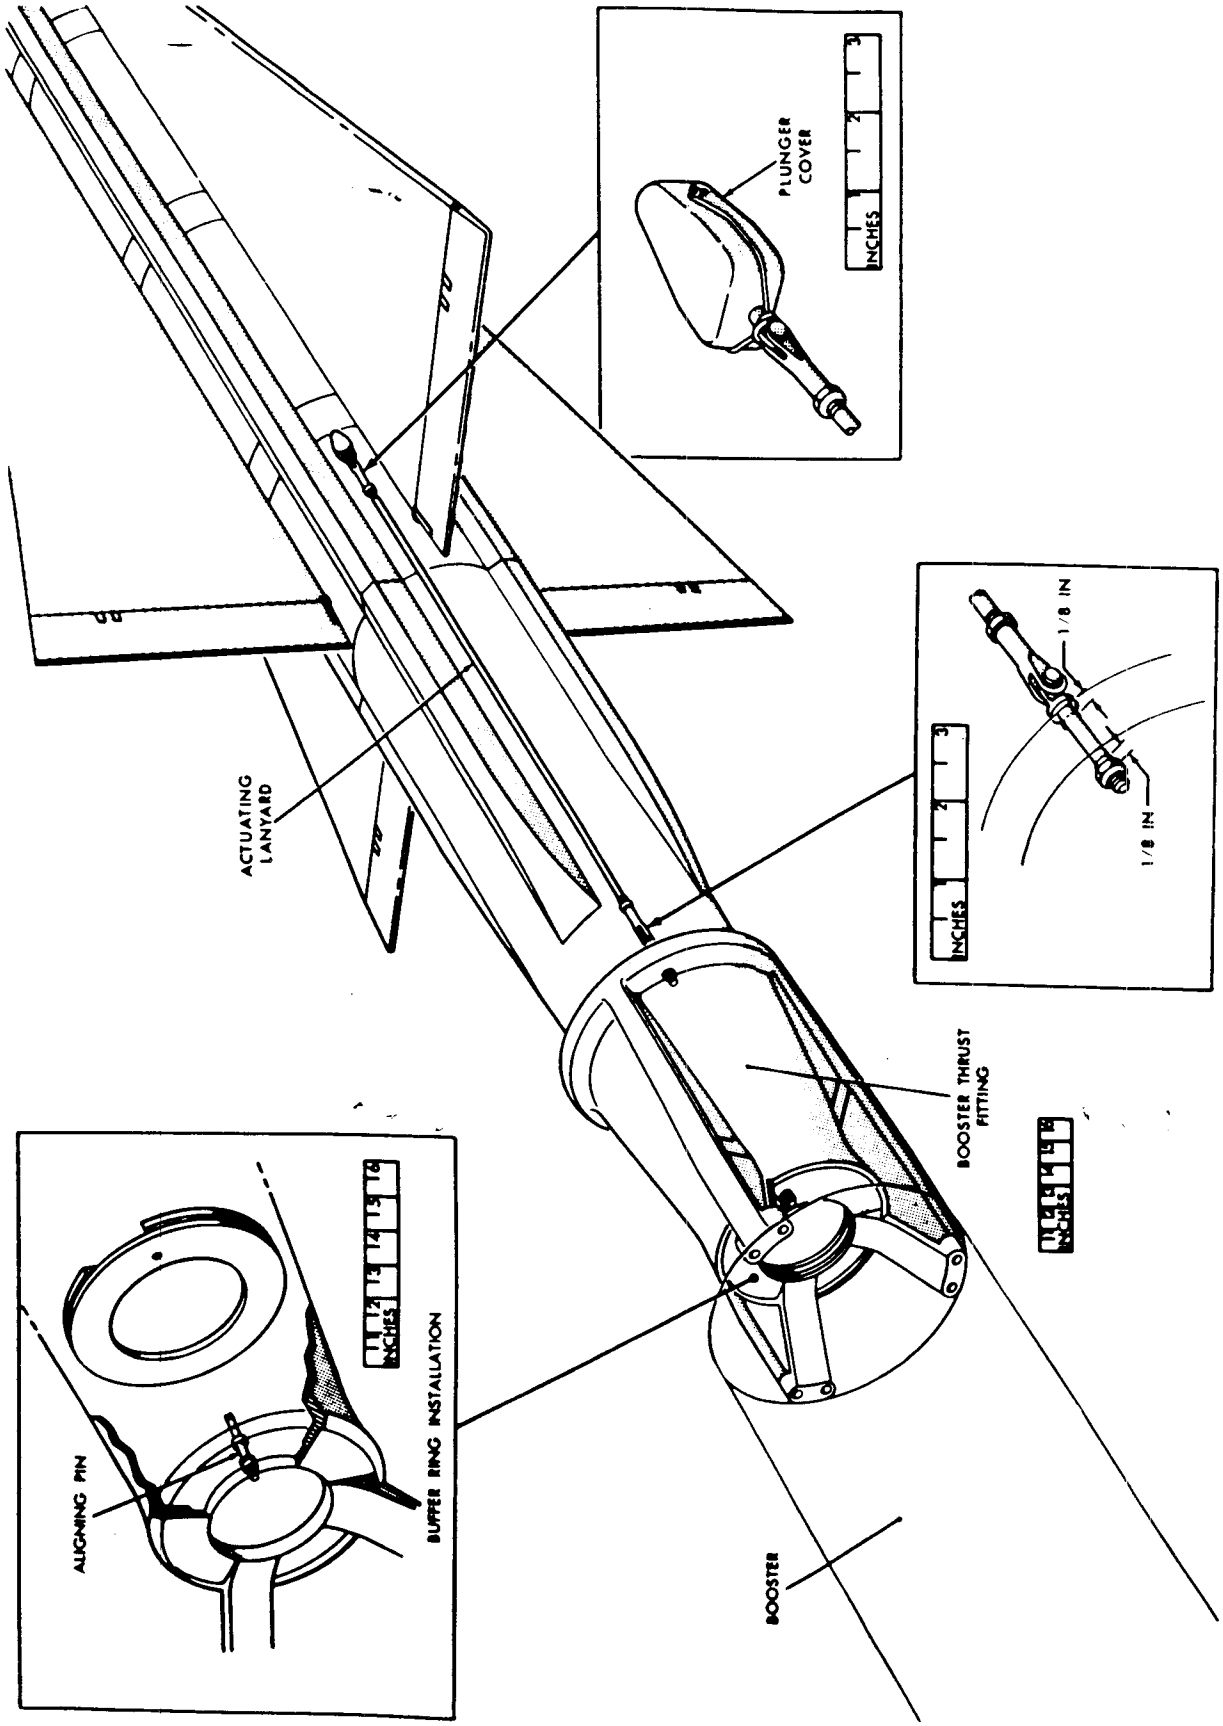

*Figure 153. Propellant system actuating lanyard.*
**5** and **7** fasten the thrust fitting to the forward end of the booster case. Be sure the hole on the outer edge of the forward end of the thrust fitting is positioned to receive the propellant system actuating lanyard (fig. 153).